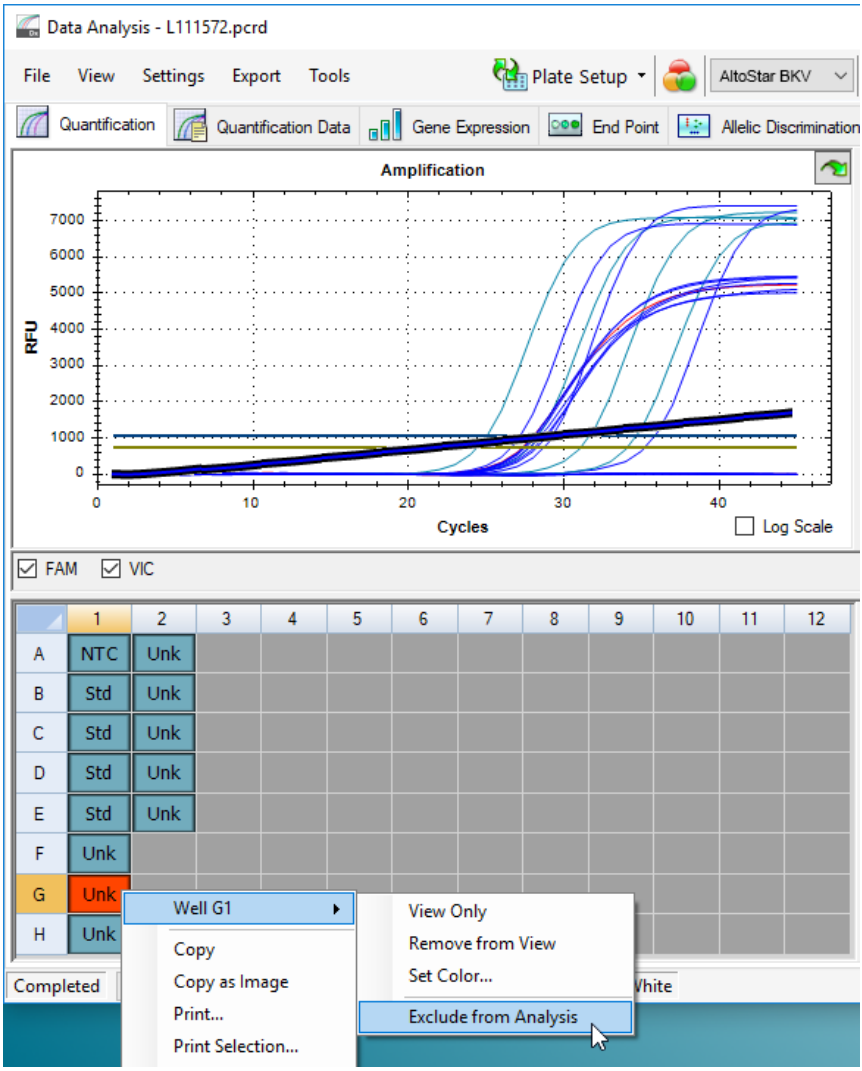

Figure 7: Fenêtre Data Analysis (Analyse des données) : exclure le puits de l'analyse
3. Cliquez avec le bouton droit de la souris sur chacun des puits concernés et sélectionnez **Well... → Exclude from Analysis** (Puits... → Exclure le puits de l'analyse) (voir la figure 7).